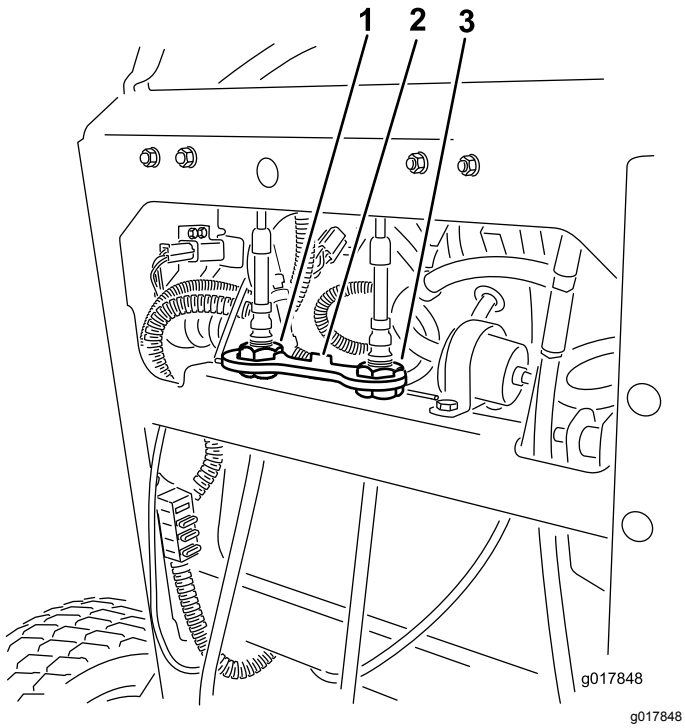

Figur 70
6. Monter kabellåsen på kablets justeringsmøtrikker for at låse justeringen fast (Figur 70).